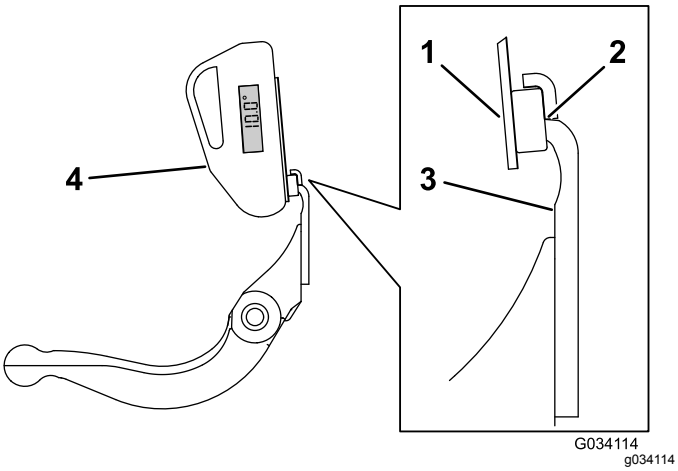

Figura 28
3. Coloque el soporte del indicador de ángulo sobre el filo de la contracuchilla de manera que el borde del imán esté enrasado con el filo de la contracuchilla (Figura 28).
4. Coloque el indicador de ángulo en el soporte, según se muestra en Figura 28.